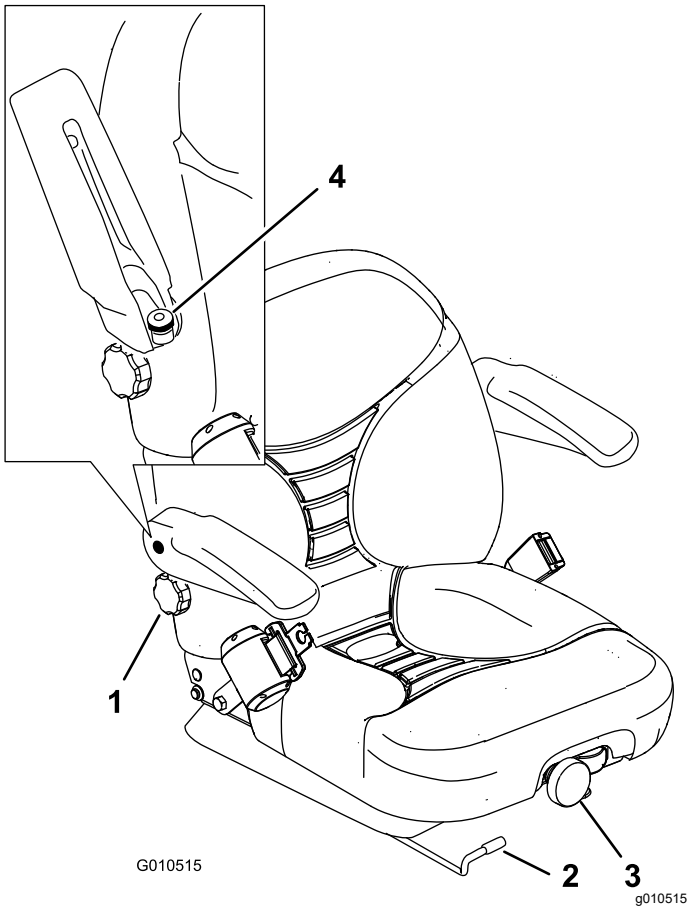

Figur 32
1. Flyt håndtaget til siden for at låse sædet op (Figur 32).
Drej på knappen foran på sædet for at opnå den mest behagelige position (Figur 32).
Drej knappen under det højre armlæn til højre eller venstre for at opnå den mest behagelige position (Figur 32).
Armlænet justeres ved at hæve det og dreje på knappen for at opnå den mest behagelige position (Figur 32).